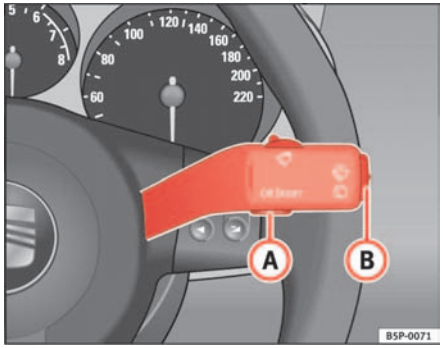

Fig. 39 Windscreen wiper and washer lever: Button A and rocker switch B
A **Service pre-warning** will appear in the mileage display if a service is due soon. A “spanner” symbol appears and the display “km” with the distance that can be driven until the next service appointment is due. The display will change after approximately 10 seconds. A “clock symbol” appears and the number of days until the service appointment should be carried out. The following information text displayed in the instrument panel display: **SERV. IN ... KM OR ... DAYS**. The service message will disappear approximately 20 seconds after the ignition is switched on or the engine is running. The normal display can be resumed by pressing the reset button on the trip counter or by pressing the rocker switch of the MFI ⇒ page 61, fig. 39 (B).
– With the ignition switched on, briefly press the button ⇒ fig. 39 (A) on the windscreen wiper lever to move between the two memories.